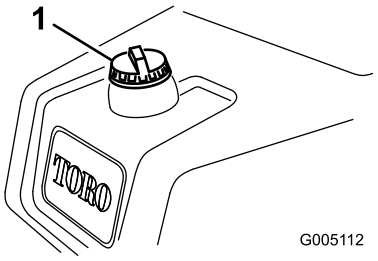

Figur 28
1. Rengør området omkring brændstofdækslet, og afmonter det (Figur 28).